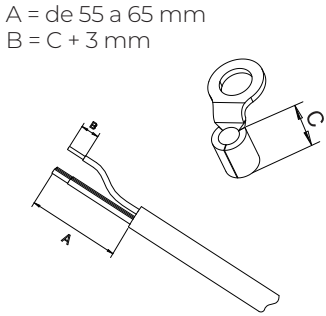

Figura 6.13.1
Paso 1: Prepare el cable neutro, el cable de incendio y el cable de tierra (se recomiendan cables de cobre multifilares para exteriores de color azul, marrón, amarillo-verde y terminales OT RNB8-6). Pele los cables según la Figura 6-13-1.